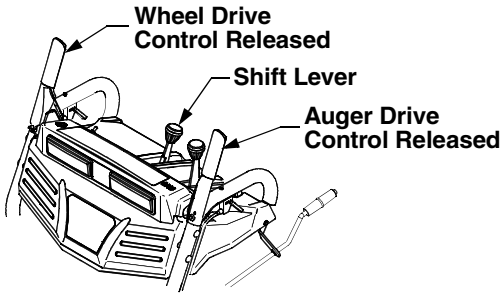

Figure 6
To test the wheel drive and auger drive controls, Refer to Figure 6 and proceed as follows:
- Move the shift lever into sixth (6) position. Refer to Figure 6.
- Make certain the auger and drive clutch levers are in the disengaged (released) position. Refer to Figure 6.